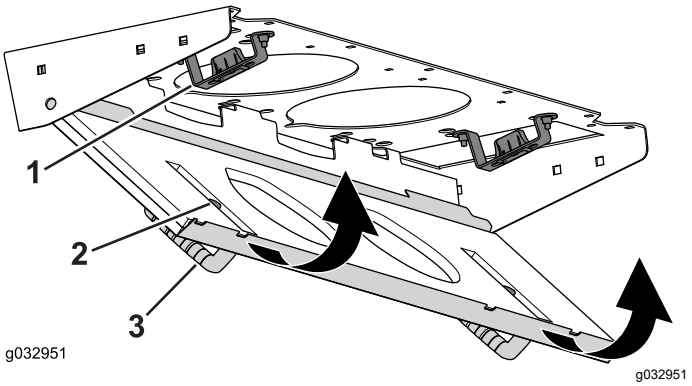

Figuur 86
4. Kantel het filterscherm rond de nokken totdat de vergrendeling aangrijpt in de grendelplaat (Figuur 86).